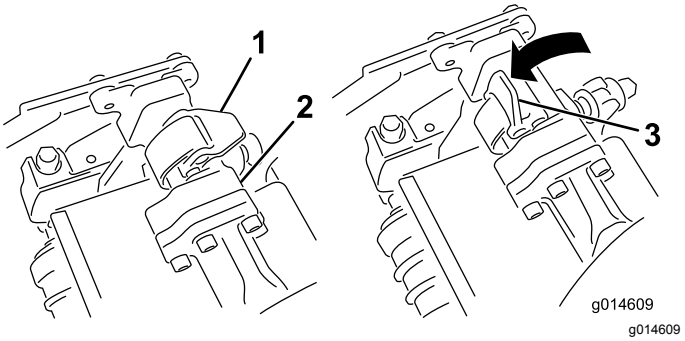
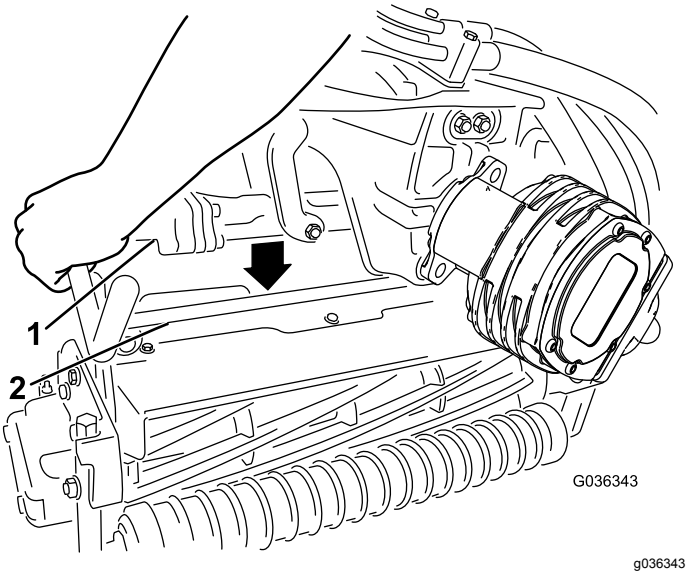

**Figuur 49**
**Figuur 50**
4. Zorg ervoor dat de vergrendelingen op de ophangarm omhoog wijzen (dus open staan) (Figuur 49), druk de ophangarm omlaag zodat de stang ervan over de stang aan de bovenkant van het maaidek valt (Figuur 50).
5. Sluit de vergrendelingen rond de stang van het maaidek en vergrendel ze (Figuur 49).
5. Open de vergrendelingen op de stang van de ophangarm van het maaidek dat u wilt verwijderen (Figuur 49).